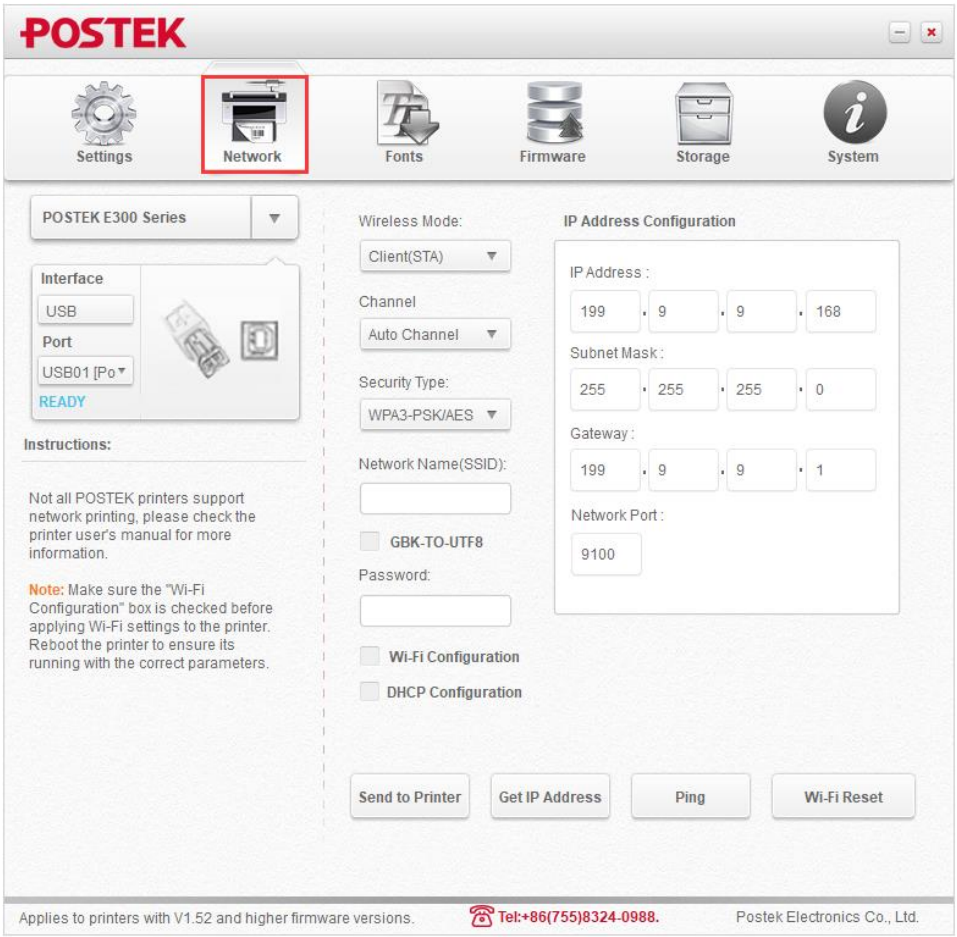

Figure 2-31 Open the Utility
3. Open the Utility software and click "Network", as shown in Figure 2-31.